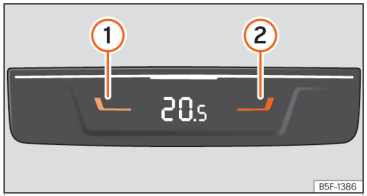

Abb. 116 In der Mittelkonsole hinten: Bedienelemente für die Mitfahrer auf den hinteren Sitzen.
- Drücken Sie die Tasten ① und ② ››› (Abb. 116), um die Temperatur für die hinteren Sitzplätze einzustellen.